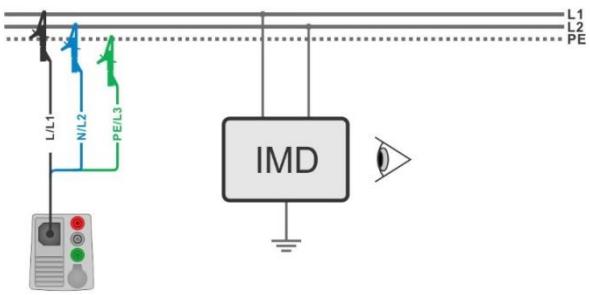

Figure 7.137: AUTO IT measurement
- Connect 3-wire test lead to the object under test, see ***Figure 7.137***.